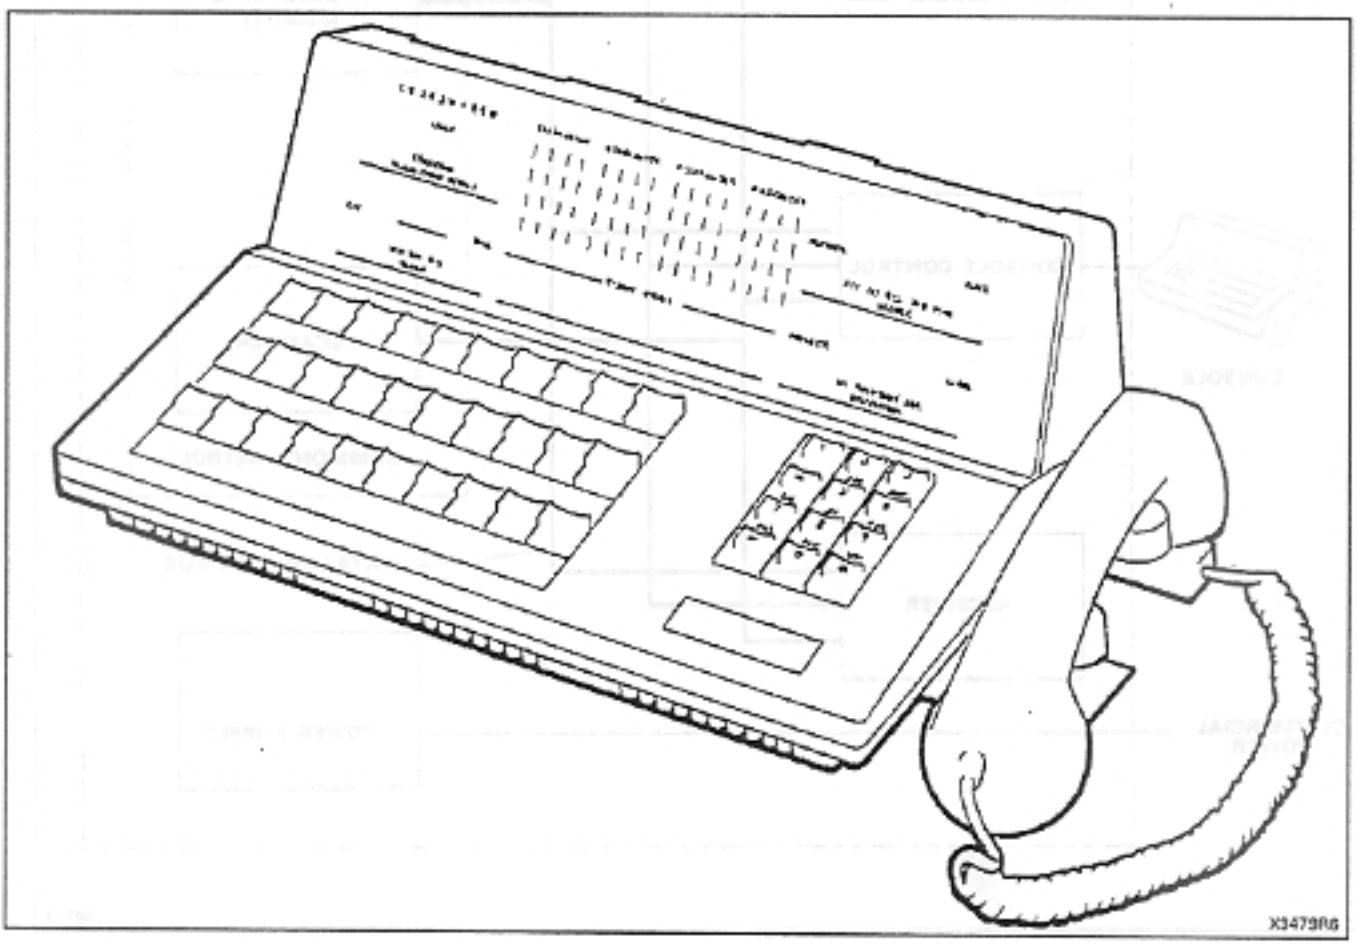

Figure 2-7 Supervisor Console
2.18 The Supervisor Console (Figure 2-7) is enclosed in a housing with a smoked plastic faceplate. Located on either side of the console are a pair of headset/handset jacks allowing simultaneous operation and supervision. The console keyboard holds three rows of 10 non-locking keys for the selection of features and completion of calls. On the right of the keyboard is a 12-key pushbutton dial pad. The console display, mounted above the keyboard, displays the active states of calls in progress. In addition to the Call Status Display is a Busy Lamp Field, a Trunk Group status field, a Call Waiting Indicator, a digital clock and three Alarm Indicators. The weight of the Supervisor Console is approximately 2.27 kg (5.0 lb) and its dimensions are: 350 mm (13.75 in.) wide, 176 mm (6.8 in.) high, 236 mm (9.25 in.) deep. A complete description of the Supervisor Console is given in Section MITL9105/9110-090-315-NA.